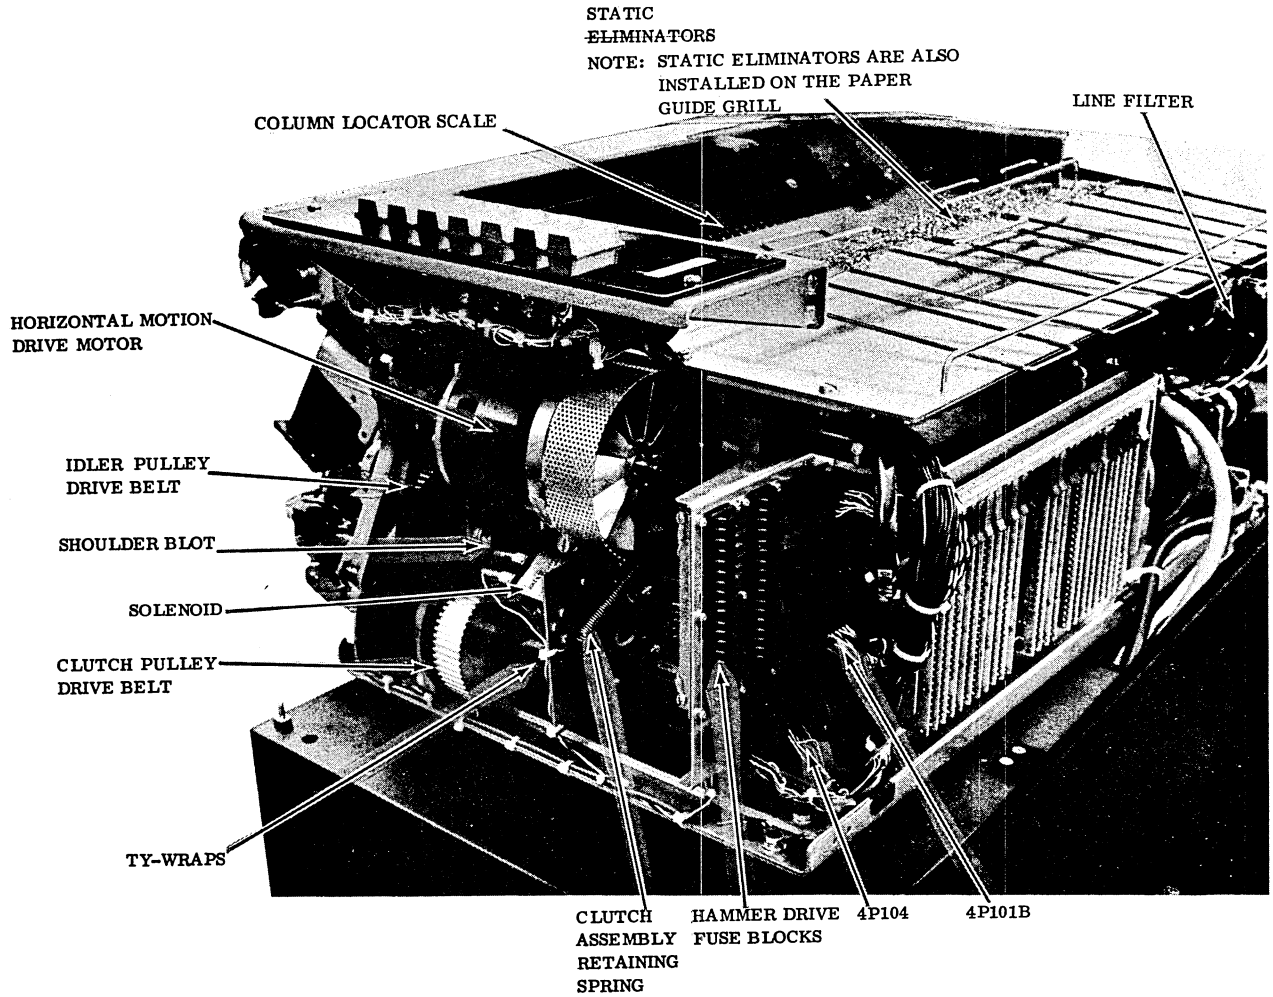

Figure 6F-24. Line Printer Chassis Side View (Power Supply Test Points)
7. **Connect the positive probe to pin 1 (the pin location inscribed on the connector) of connector/plug 4P104 (figure 6F-24). The voltage read should be 5 V dc but can be as high as 5.3 V dc or as low as 4.7 V dc.**